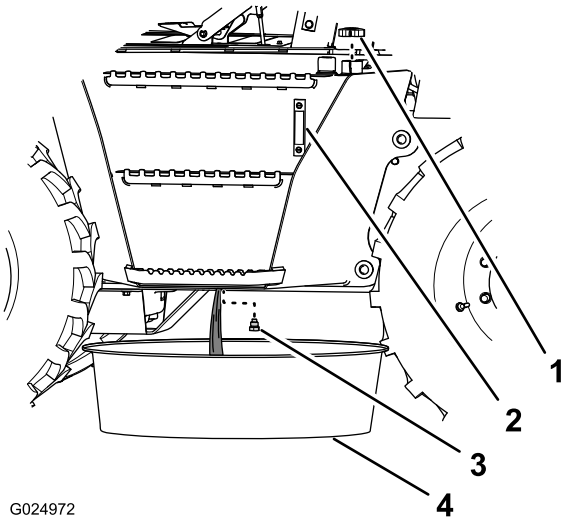

Figure 107
6. Place a container that can hold a minimum of 190 L (50 US gal) under the hydraulic reservoir drain plug (Figure 107).
7. Remove the drain plug from the hydraulic reservoir (located underneath the reservoir), and drain the reservoir (Figure 107).
9. Install the drain plug (Figure 107).